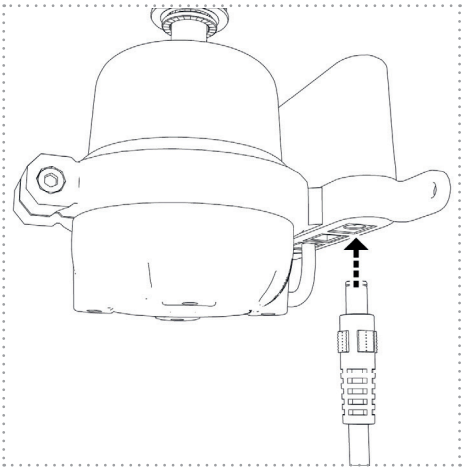

Figure 21
5. Branchez le connecteur du câble d'alimentation dans la prise prévue à cet effet sur l'unité UV (figure 21).